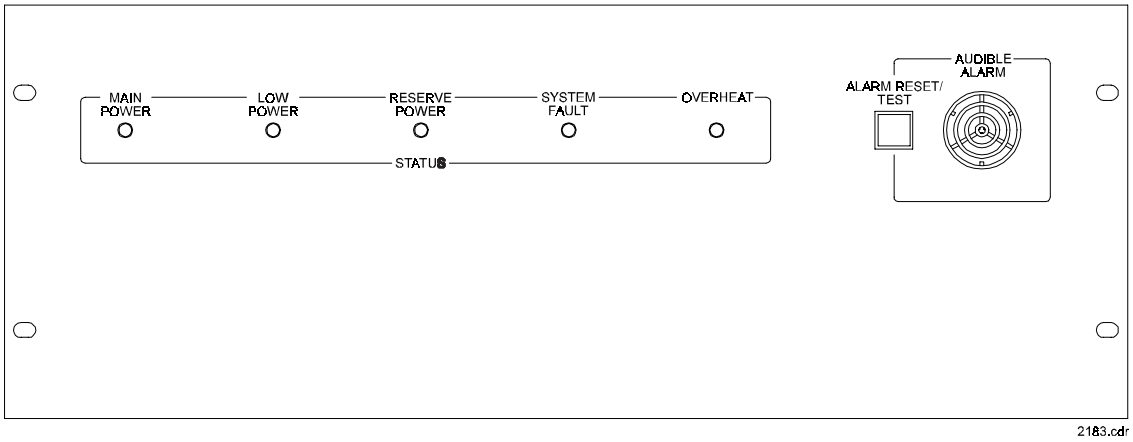

*Figure 5-56. System Alarm Panel Front Panel*
***Front Panel Controls and Indicators.*** The front panels are illustrated in **Figures 5-56** and **5-57**. **Table 5-37** defines the control and indicator functions.